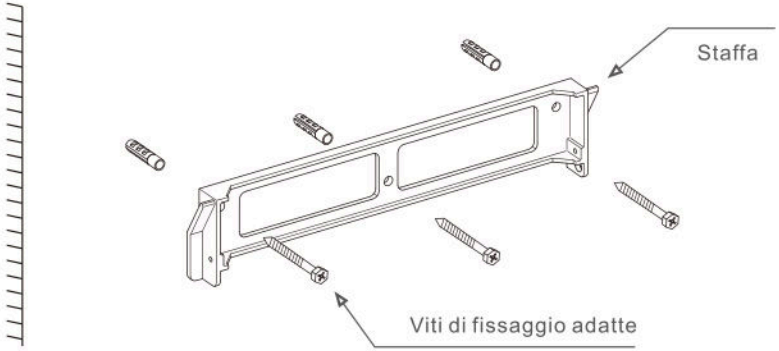
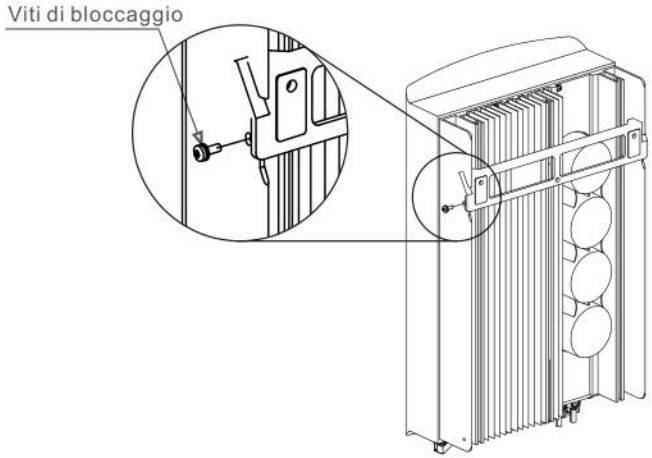

Figura 4.4 Montaggio a parete dell'inverter
Figura 4.5 Staffa per montaggio a parete
Per le istruzioni sul montaggio dell'inverter vedere la Figura 4.4 e la Figura 4.5. L'inverter deve essere montato verticalmente. Le fasi per il montaggio dell'inverter sono elencate di seguito.
2. Assicurarsi che la staffa sia orizzontale e che i fori di montaggio (Figura 4.4) siano contrassegnati correttamente. Praticare i fori nel muro in corrispondenza dei segni.
4. Sollevare l'inverter (fare attenzione a non sollecitare il corpo) e allineare la staffa posteriore dell'inverter con la sezione convessa della staffa di montaggio. Agganciare l'inverter sulla staffa di montaggio e assicurarsi che l'inverter sia ben fissato (vedi Figura 4.5).